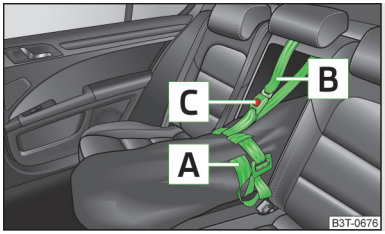

Fig. 80
› Tighten the strap A on the free end around the skis in front of the bindings » Fig. 80.
- After placing skis into the through-loading bag, you must secure the bag with the securing strap B » Fig. 80.